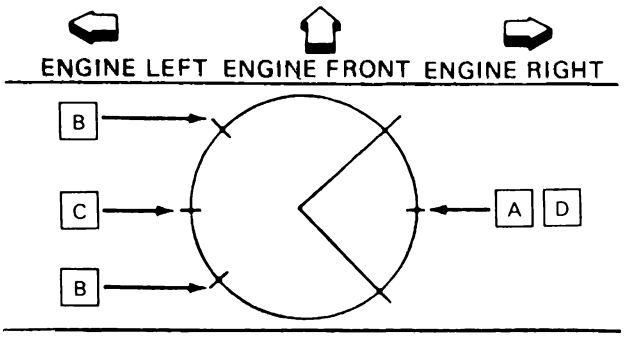

Figure 31 — Piston Ring Gap Locations
- In order to provide an effective compression seal, the ring gaps must be staggered (Figure 31).